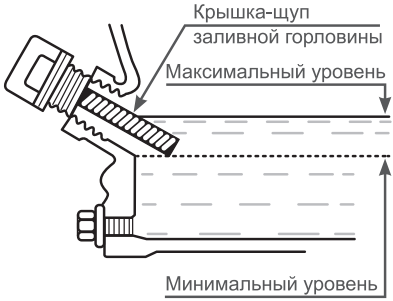

Рис.4 Уровень масла в картере
3. Аккуратно вытащите щуп и осмотрите его. Уровень масла должен соответствовать верхней отметке на щупе. При недостаточном уровне масла в картере (Рис. 4) необходимо долить чистое масло до верхней отметки на щупе (что соответствует нижней кромке заливного отверстия).
Максимальный уровень масла в картере соответствует нижней кромке маслозаливной горловины (Рис. 4).